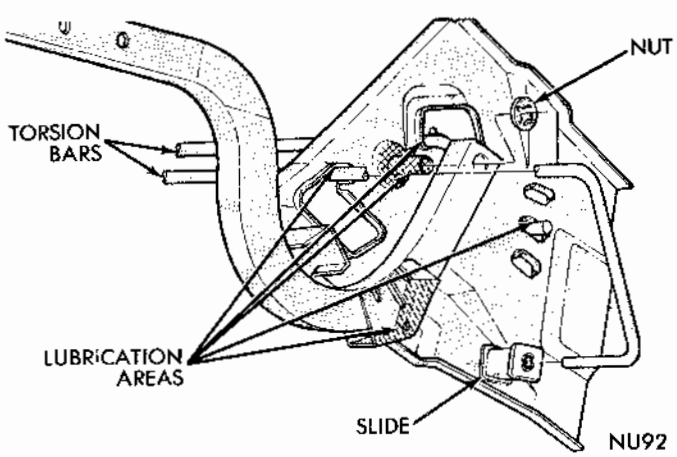

Fig. 18 - Deck Lid Torsion Bar
The deck lid hinges (Fig. 18) permit only a very slight adjustment at the deck lid to hinge attaching points.
(1) Remove the deck lid assembly.
(2) Disengage the torsion bar roller from hinge being removed. **Use care when disengaging torsion bar as it is under a load.**
(3) Remove spring nut (Fig. 18) retaining hinge to hinge bracket and remove hinge.
(1) Remove torsion bar **(underspring load)** from adjustment slot (Fig. 18).
(2) Unwind torsion bar.
(3) Unhook torsion bar from support bracket.
(4) Push torsion bar out of roller in hinge arm and remove from hinge support.